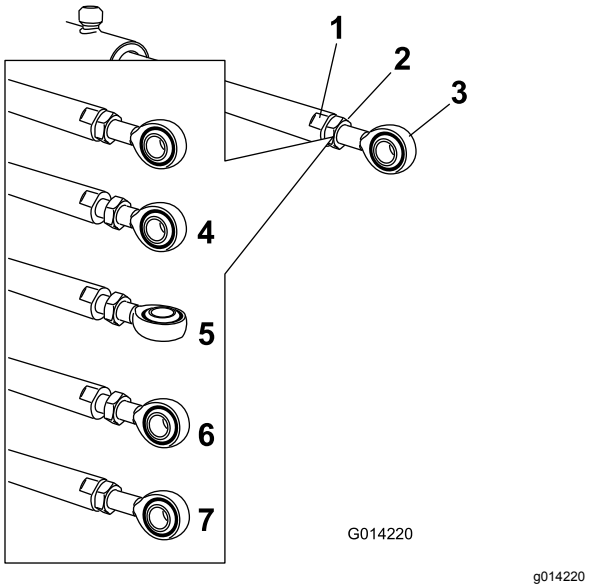

**Рисунок 97**
5. С помощью ключа, накинутого на плоские грани штока привода, удерживайте его неподвижно, затем ослабьте контргайку, чтобы можно было перемещать шток с проушиной (Рисунок 97).
6. Поверните шток с проушиной в штоке привода, чтобы сократить или удлинить привод для установки в требуемое положение (Рисунок 97).